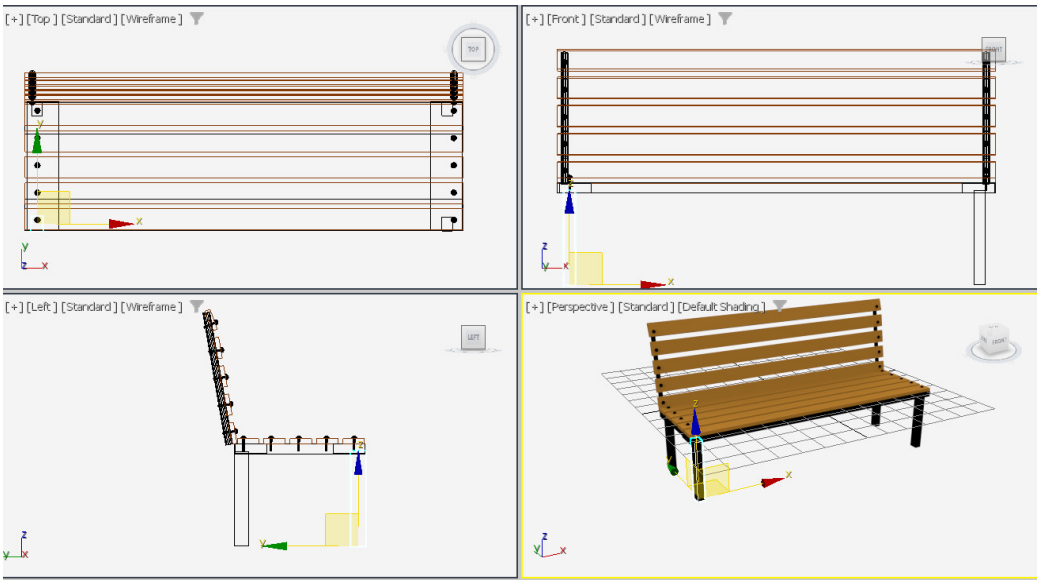

Figure 2-99 *Alignment of legs in viewports*
7. Choose the **Select and Move** tool and align *leg002*, *leg003*, and *leg004* in the viewports, as shown in Figure 2-99.